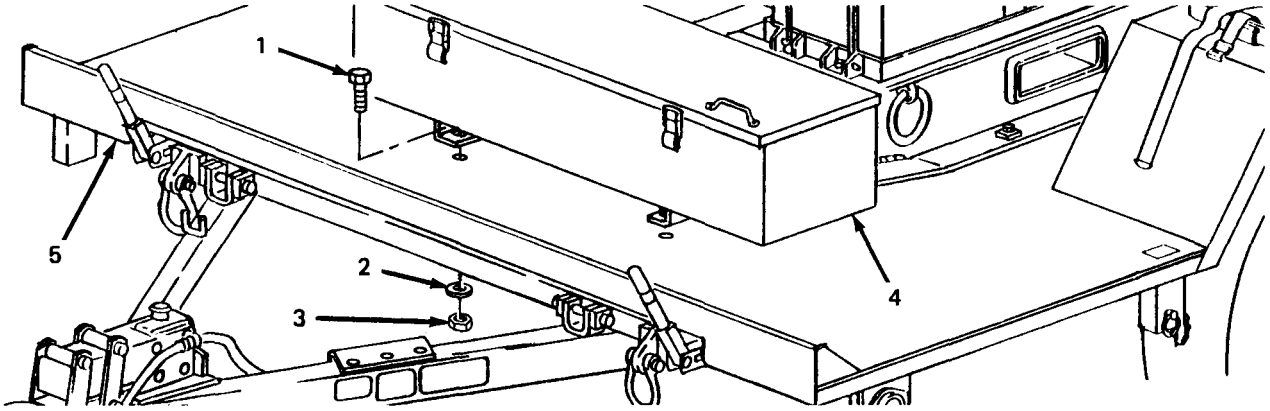

Figure 4-6. Accessory Box Replacement.
4-18. Accessory Box Replacement. (See figure 4-6.) The accessory box is mounted to the trailer bed forward of the generator set.
(1) Remove four screws (1, figure 4-6), four flat washers (2), and four nuts (3) securing accessory box (4) to trailer bed (5).
(2) Lift accessory box (4) off trailer (5).